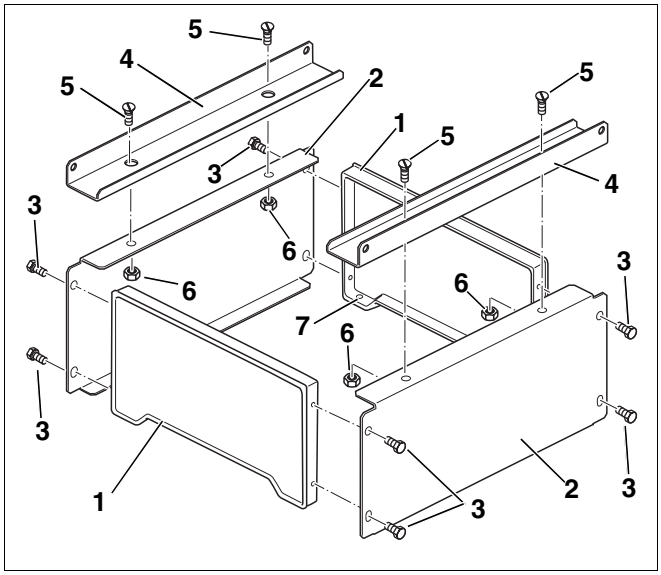

Fig. 2 Fitting the boiler plinth
- Take one of the two identical boiler feet (Fig. 2, **Item 1**) and screw it loosely to one of the two identical side panels (Fig. 2, **Item 2**) using screws (Fig. 2, **Item 3**).
Make sure that the holes on the boiler feet (Fig. 2, **Item 7**) are facing inwards (Fig. 2).
- Screw both angled rails (Fig. 2, **Item 4**) to the side panels (Fig. 2, **Item 2**) using countersunk bolts (Fig. 2, **Item 5**) and nuts (Fig. 2, **Item 6**).
Make sure that the holes on the angled rails (Fig. 2, **Item 4**) are facing outwards (Fig. 2).